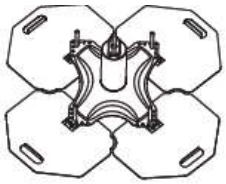

Figure 4
c) Install the LEAP Anchor to ensure the L-bolts are oriented correctly and the D-ring on the LEAP Anchor will face the desired direction when installation is complete. See Figure 4.